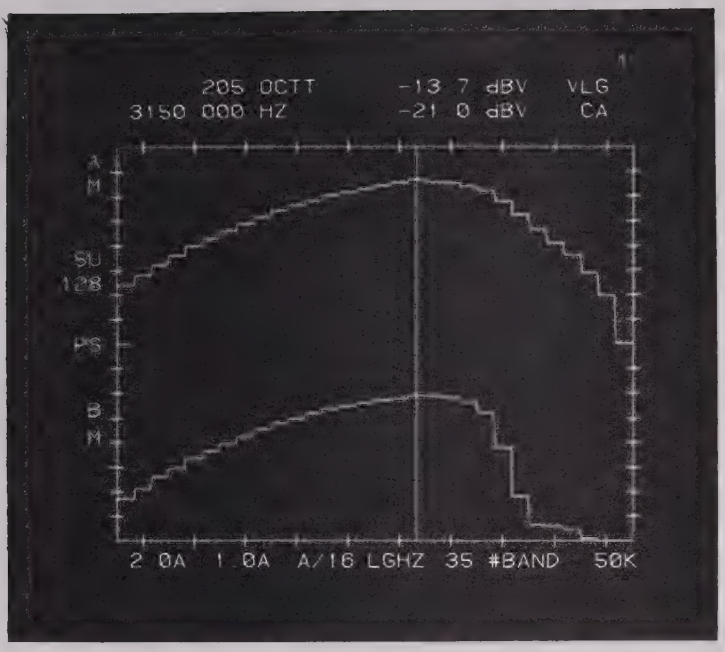

FIGURE O-9
a. Figure O-9 shows the A and B channels from which the Cross Functions are calculated (Octave Power Power Spectrum - Definition 3).